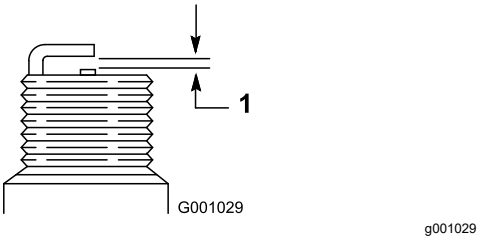

**Figure 39**
4. Réglez l'écartement des électrodes de la nouvelle bougie à 0,76 mm (0,030 po), comme montré à la Figure 39.